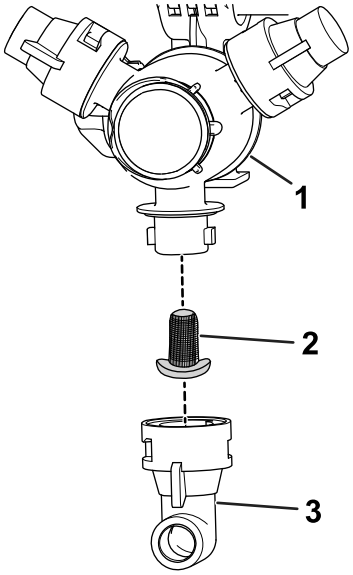

Figur 62
2. Fjern dysen fra sprøjtedysehovedet (Figur 62).
3. Fjern det gamle dysefilter (Figur 62).
4. Monter det nye dysefilter (Figur 62).
5. Monter dysen på sprøjtedysehovedet (Figur 62).